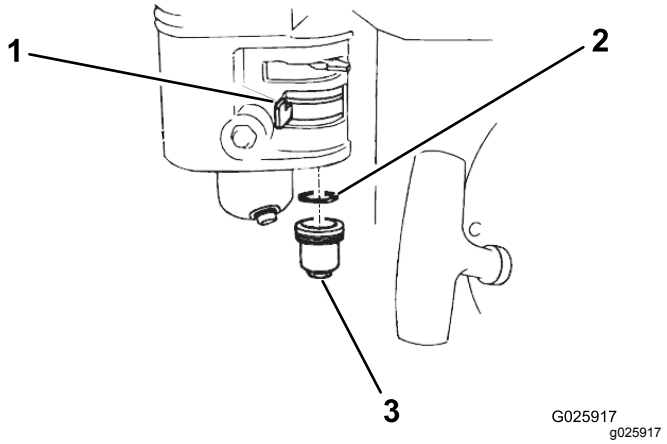

Figur 34
1. Flytt drivstoffavstengingsventilen til AV-stillingen, og fjern så drivstoffsedimentbollen og O-ringen (Figur 34).